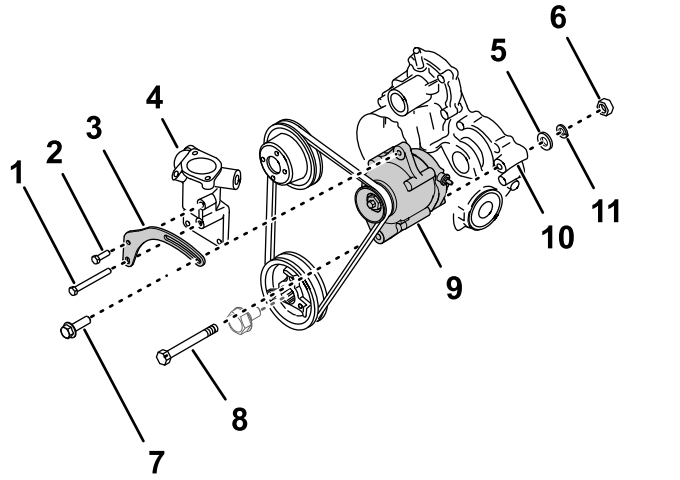

Figur 243
1. Ret hullerne i det nye remspændingsbeslag ind med hullerne i termostathuset (Figur 243).
2. Monter remspændebeslaget på termostathuset og topstykket med spændebeslagets korte bolt i det øvre hul og spændebeslagets lange bolt i det nedre hul (Figur 243).
4. Juster det nederste hul i generatoren (60 A) efter hullet i gearkassen på motoren, og før remmen over generatorens remskive (Figur 243).
6. Montér møtrikken (10 mm) løst på drejebolten (Figur 243).
7. Monter generatorlåsens bolt gennem åbningen i remspændebeslaget, og skru hullet i generatoren (Figur 243).
8. Drej generatoren udad, indtil du opnår en remspænding, hvor remmen afbøjes med 10 mm, når remmen påføres en kraft på 4,5 kg midtvejs mellem remskiverne (Figur 243).